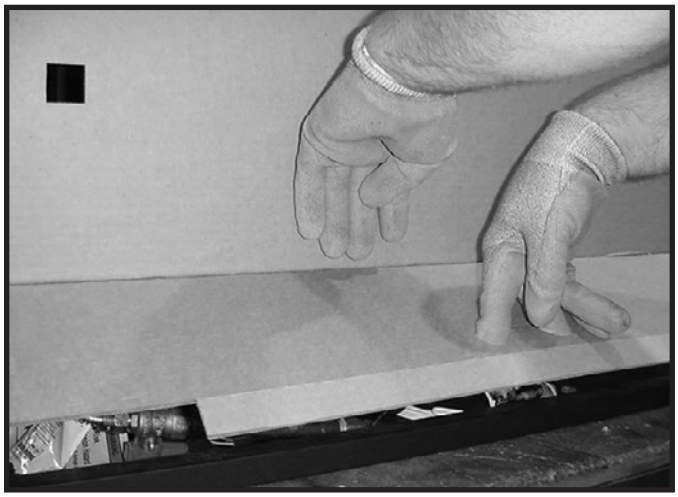
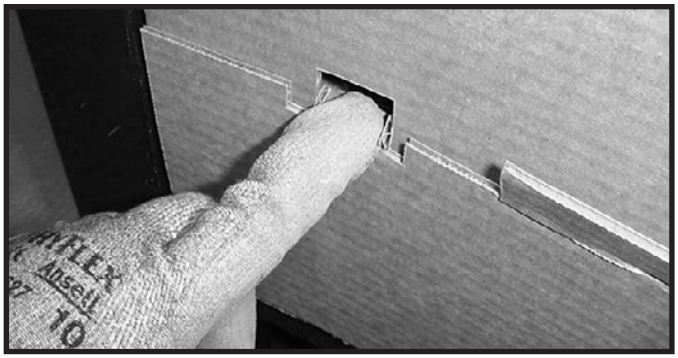

Figure 11.8 Opening Lower Access Panel
Figure 11.9 Securing Tabs Inside Front of Splatter Guard
Step 6. To open lower access panel of splatter guard, place one hand above score line and place two fingers from other hand in the round holes on the front of the splatter guard. See Figure 11.7. Pull out and fold up the panel as shown in Figure 11.8. Disengage the tabs on left and right bottom of splatter guard and fit them into the square holes. The tabs are now inside the front of the splatter guard; carefully bend them down. See Figure 11.9.